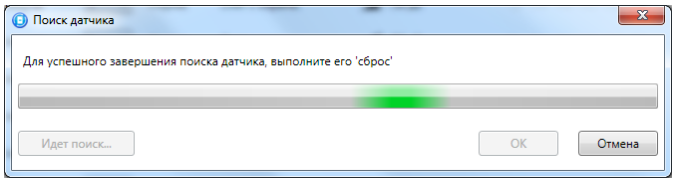

Рис. 4.4. Регистрация радиоизвещателя
6.4. После нажатия кнопки *OK* в течение 30 секунд будет осуществляться поиск радиоизвещателя контроллером (рис. 4.4). В течение этого времени необходимо **установить в радиоизвещатель основной элемент питания CR123A**.